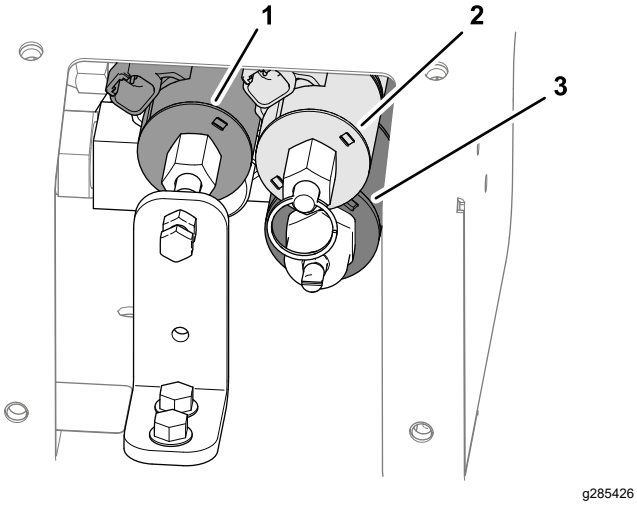

**Rysunek 33**
3. Odszukaj 3 zawory sterujące (Rysunek 33).